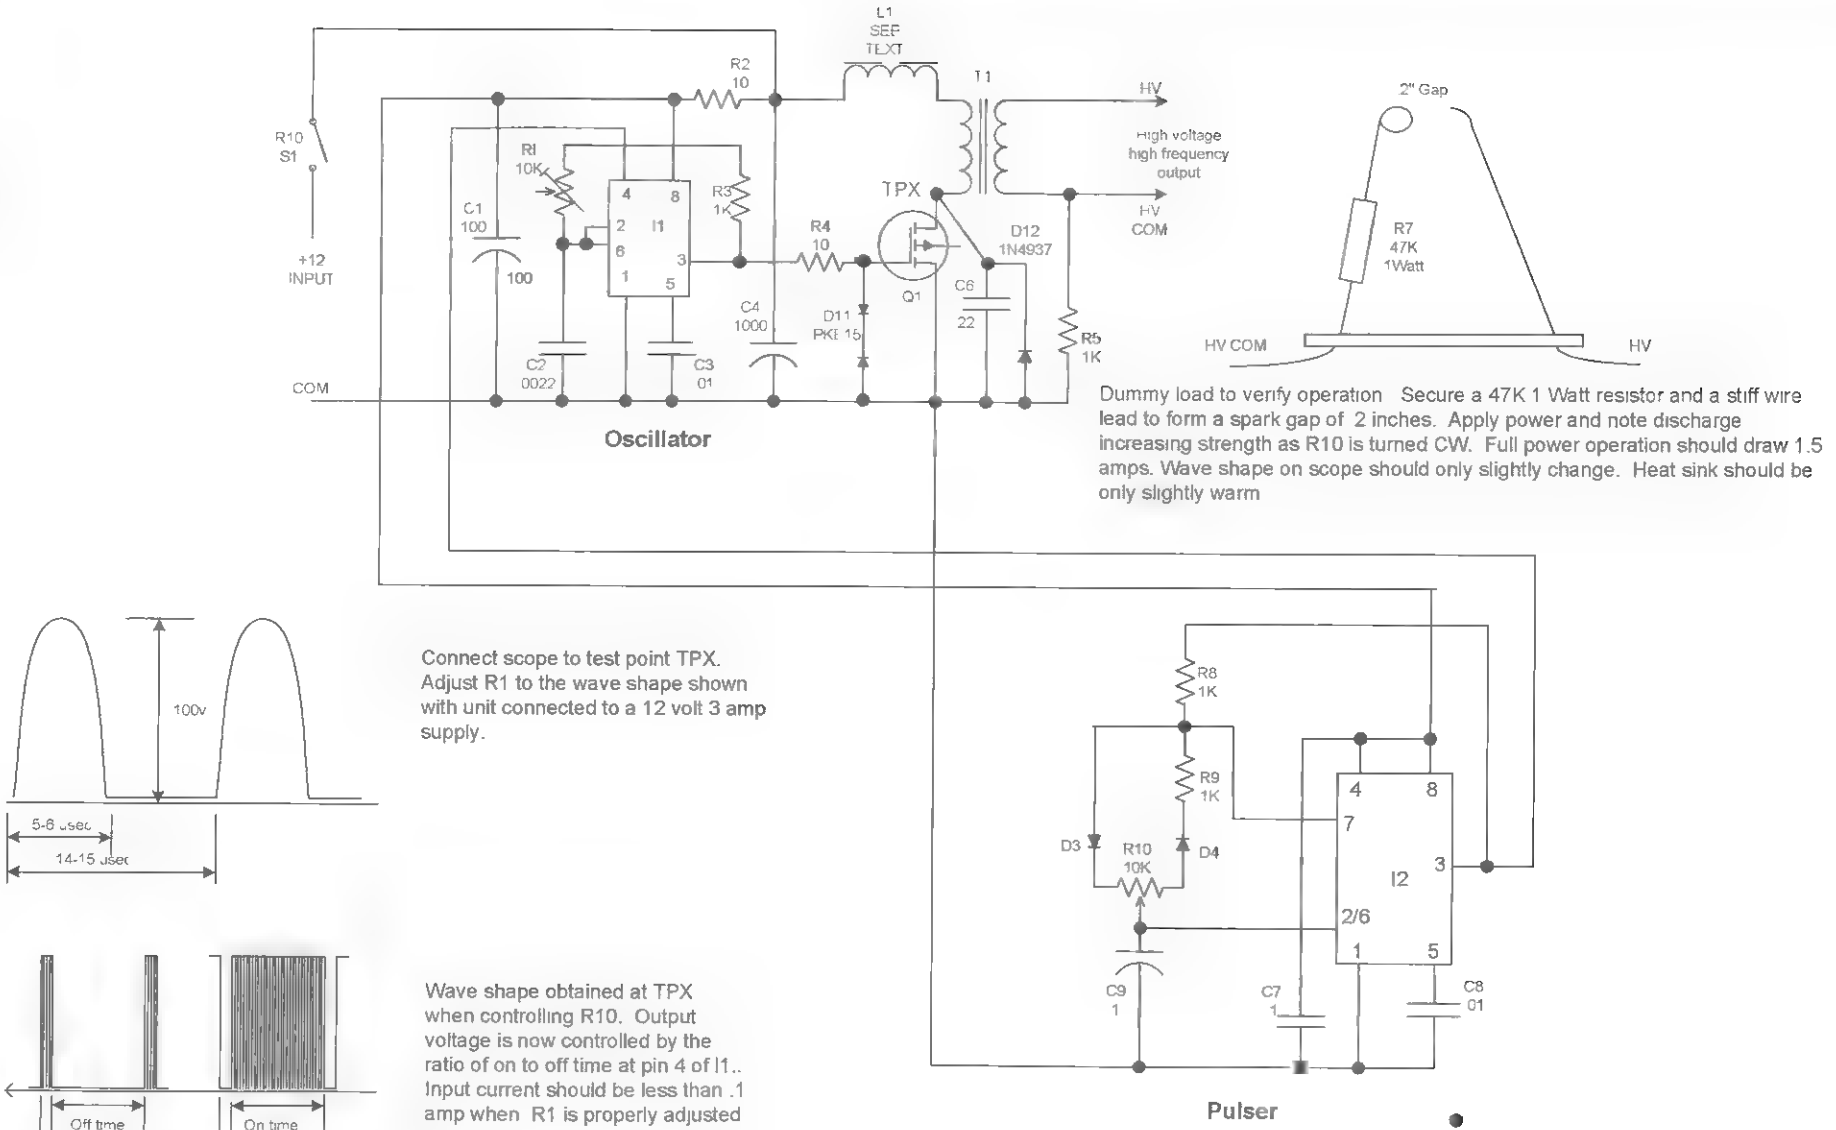

Figure 7-2 *Circuit schematic*
The primary of T1 is current driven through inductor L1 and switched at the desired frequency by FET switch Q1. Capacitor C6 is resonated with the primary of T1 and zero voltage switches when the frequency is properly adjusted. (This mode of operation is very similar to class E operation.) The timing of the drive pulses to Q1 is therefore critical to obtain optimum operation (see Figure 7-2).
2. Obtain a 47K, 1-watt resistor and construct the spark gap "dummy load," as shown in Figure 7-2.
5. Apply power and quickly adjust R1 to the waveshape shown in the inset of Figure 7-2. Note an input current dip of 100 milliamps or less. Check the heatsink of Q1, noting only warm to touch or slightly above 110 degree F.
PBOARD	5 × 2.8 × .1-inch grid perforated board; build to size per Figure 7-2